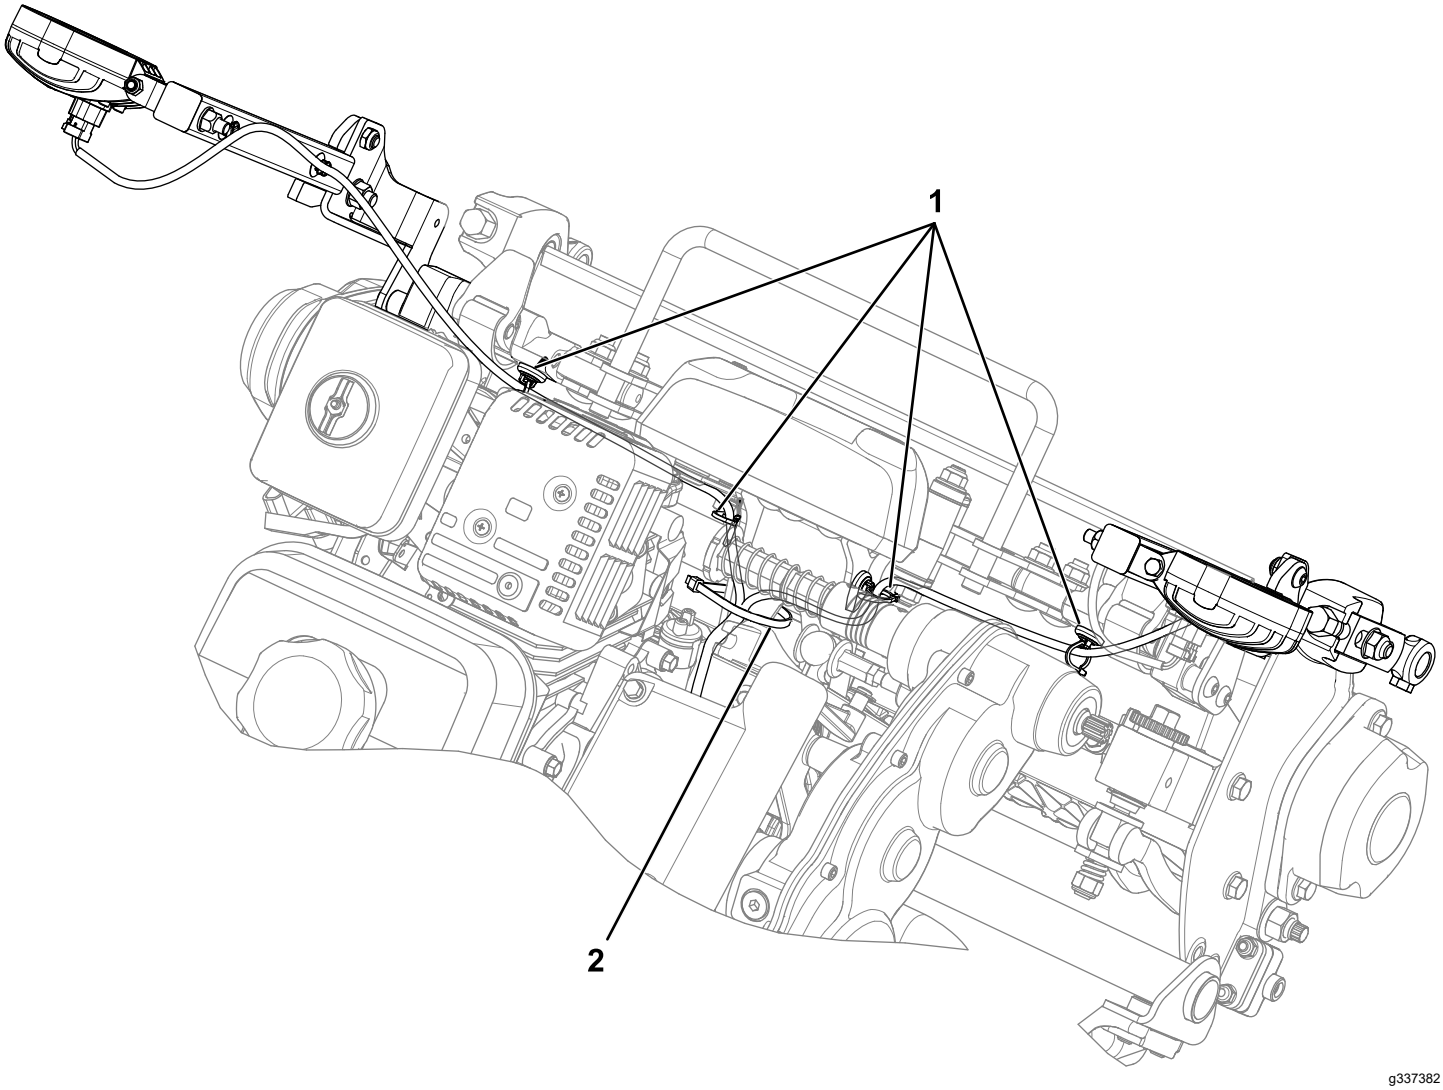

Figur 5
3. Monter monteringsenhederne til ledningsnettet på de steder på stellet, der er vist i Figur 5.
4. Monter ledningsnettet i monteringsenhederne til ledningsnettet (Figur 5).
6. Anvend et kabelbånd til at fastgøre ledningsnettet til stellet (Figur 5).